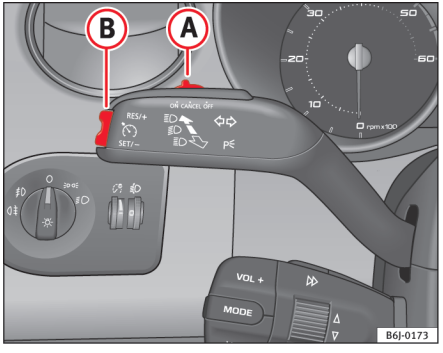

Fig. 114 Blink- og fjernlysarm: kontakt og vippeknap til fartpilot
- du trykker kontakten (A) mod **OFF**, uden at den går i hak.
Hvis du vil tilslutte fartpiloten igen, skal du slippe bremse- eller koblingspedalen eller reducere bilens hastighed til under 180 km/h og trykke én gang på den øverste del af vippeknappen **RES** ⇒ fig. 114 (B).